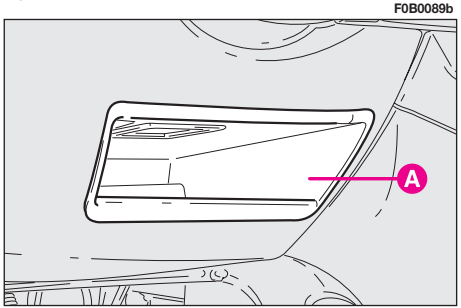

fig. 124
– open document compartment **A-fig. 124** under the steering wheel;